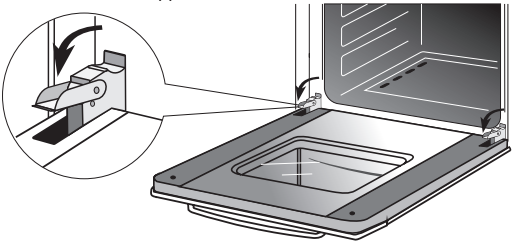

Рис.24
- поднимите и поверните до упора стопорные рычаги, расположенные на двух шарнирах (рис. 24),